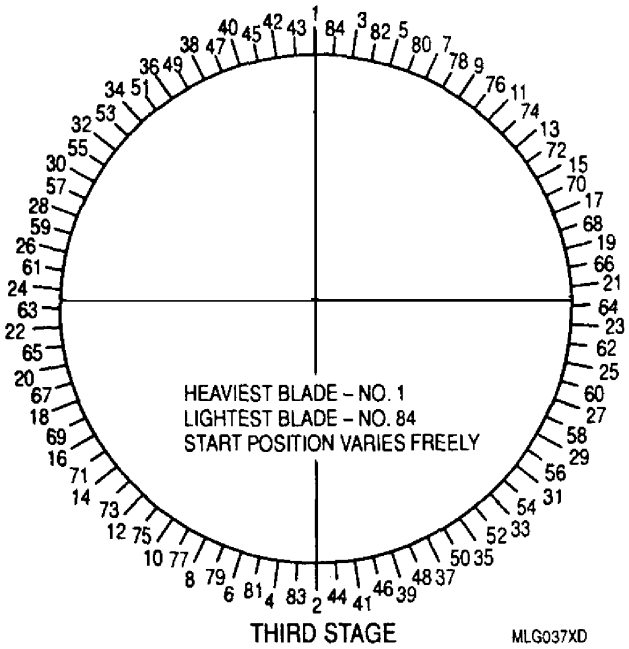

Figure 6. Blade Location
(1) Turn knurled knob on fixture and raise wheel 0.250 in. above detail−10 support.
(2) Install blades into wheel using proper weight sequence as shown in figure 6.
(3) After all blades are installed, place detail −7 pressure ring on top of blades.